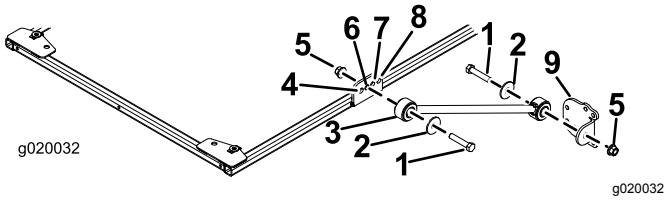

Figura 31
2. Su ciascun lato del telaio del parasole montate, senza serrarlo, un supporto di ancoraggio sul secondo foro della relativa staffa con un bullone (½" x 2½"), una rondella (½") e un dado flangiato (½"), come illustrato nella Figura 31.
3. Montate, senza serrarla, una staffa di ancoraggio su ciascun supporto di ancoraggio con un bullone (½" x 2½"), una rondella (½") e un dado flangiato (½"), come illustrato nella Figura 31.